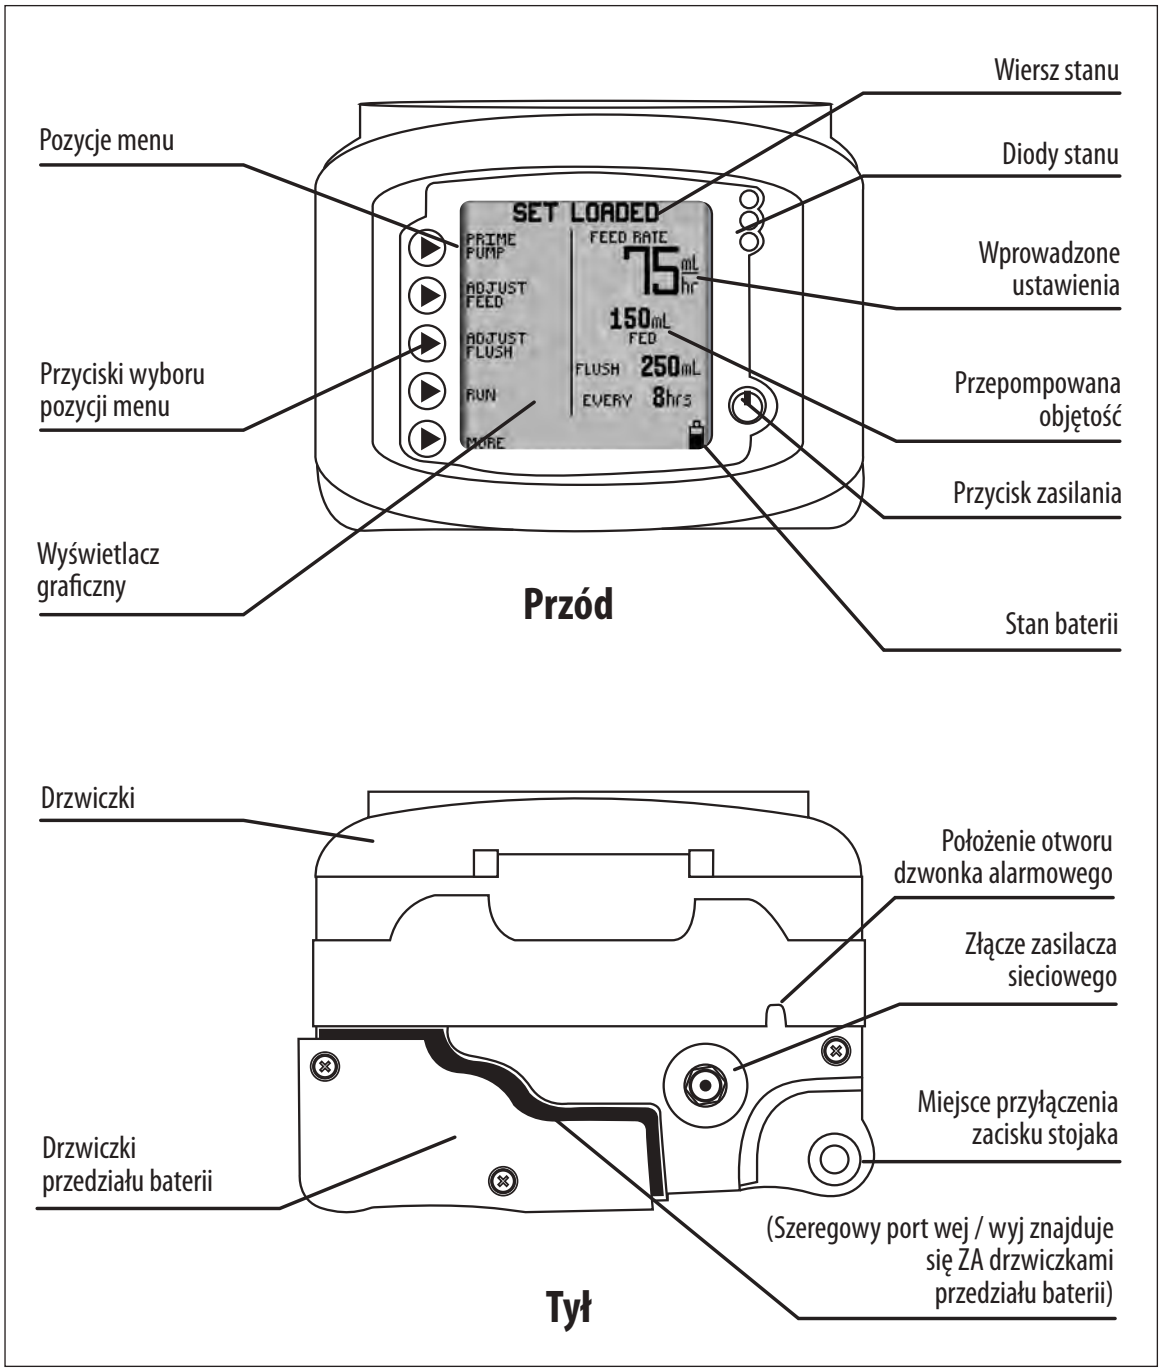

Rysunek 1A. Budowa pompy elektronicznej Kangaroo™ Joey, widok z przodu i tyłu.
13. **Ostrzeżenie:** Port szeregowy wejścia-wyjścia (patrz Rysunek 1A) jest przeznaczony do używania wyłącznie przez producenta lub przeszkolonego serwisanta.